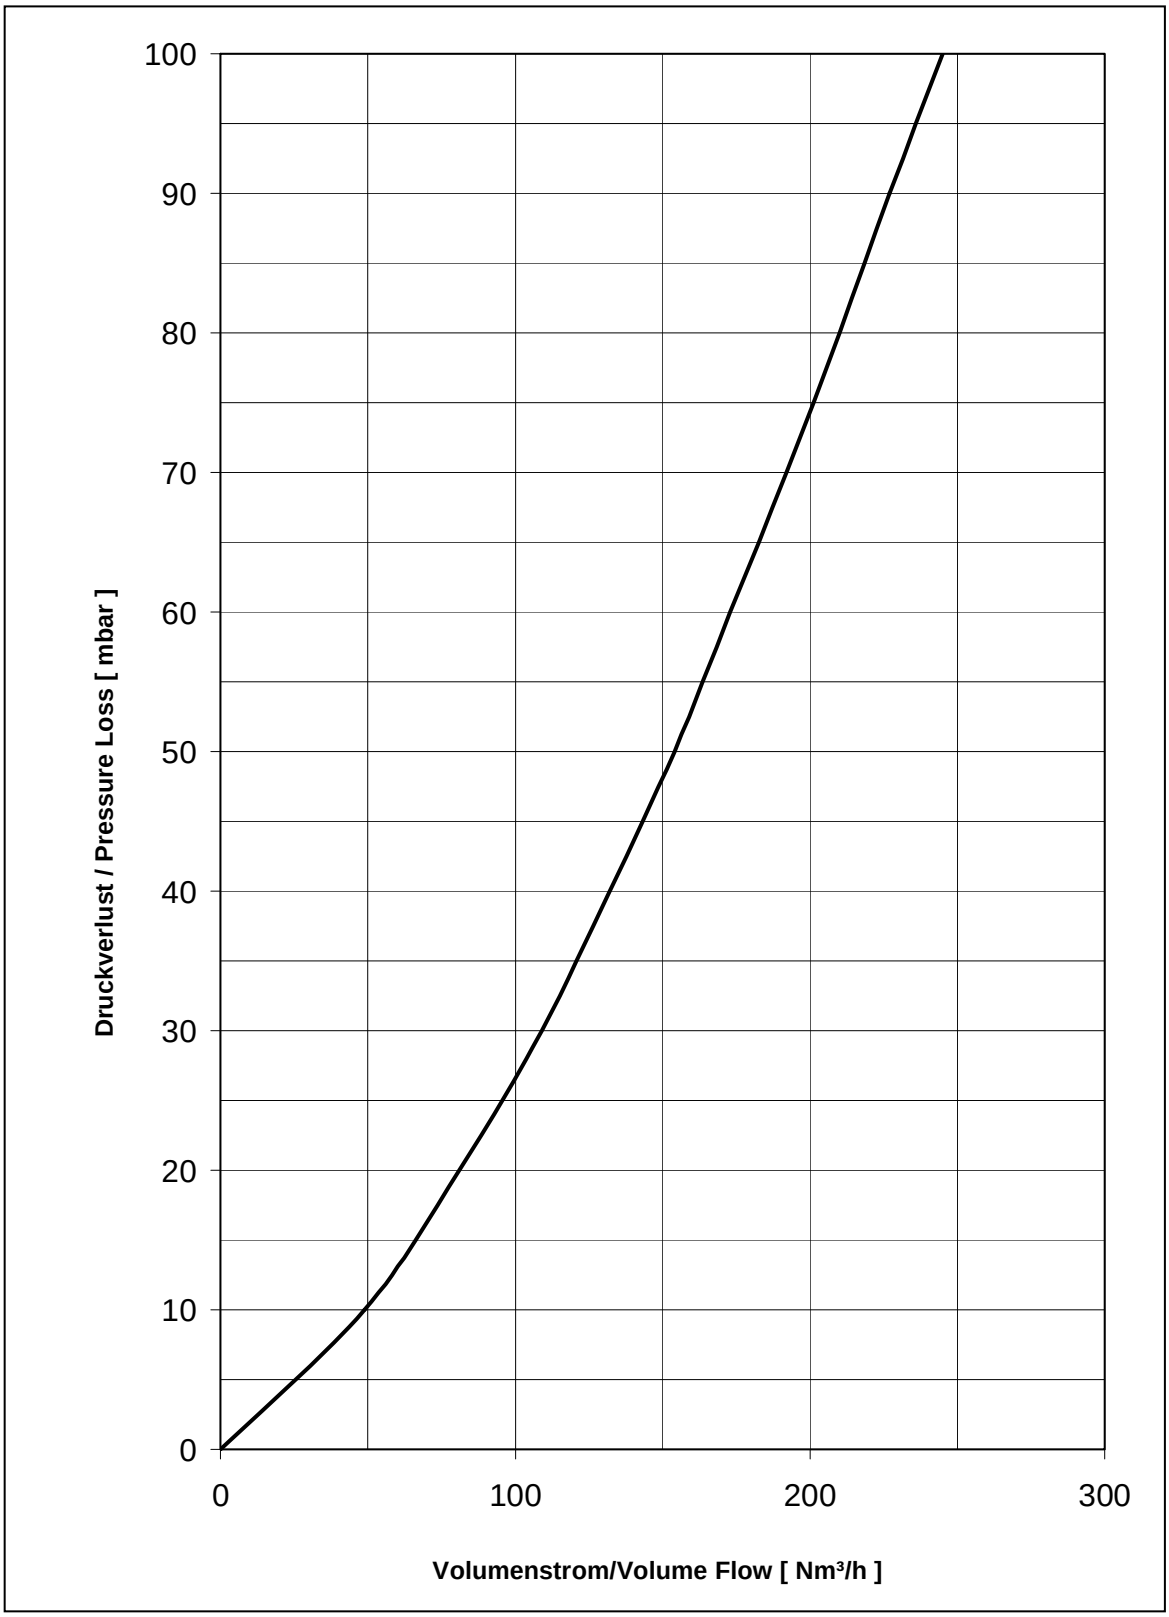

Bild 2
- Bestellnummer (Position siehe **Bild 2)**